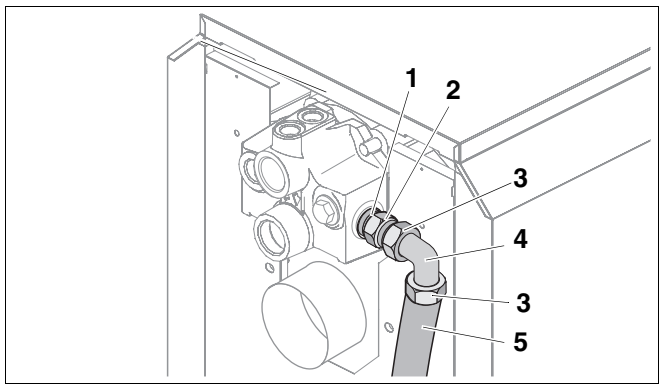

Afb. 6 Retouraansluiting monteren
- Plaats de O-ring (afb. 6, **pos. 1**) in de nok van de dubbele nippel (afb. 6, **pos. 2**) en schroef de dubbele nippel in de ketelretour aan de verwarmingsketel (afb. 6).
- Plaats de dichting (afb. 6, **pos. 3**) in de wartelmoer van de hoek (afb. 6, **pos. 4**) en schroef ze aan de dubbele nippel.
- Plaats de dichting (afb. 6, **pos. 3**) in de wartelmoer van de lange metalen flexibel (afb. 6, **pos. 5**) en schroef ze aan de dubbele nippel.